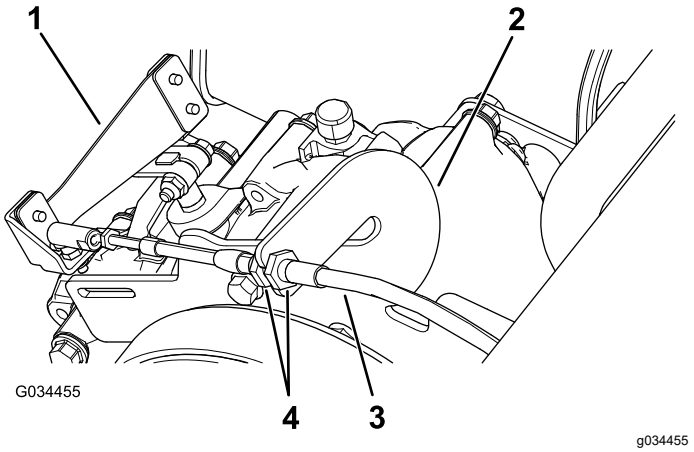

Rysunek 60
1. Poluzuj nakrętki zabezpieczające na lince zmiany biegów i wyreguluj zależnie od potrzeb (Rysunek 60).
2. Sprawdź ustawienie biegów poprzez przesunięcie wybieraka zmiany biegów w 3 różne pozycje i sprawdź, czy dźwignia zmiany biegów (Rysunek 60) poprawnie zmienia biegi; patrz rozdział Dźwignia zmiany biegów i wskaźnik zmiany biegów (Strona 13).